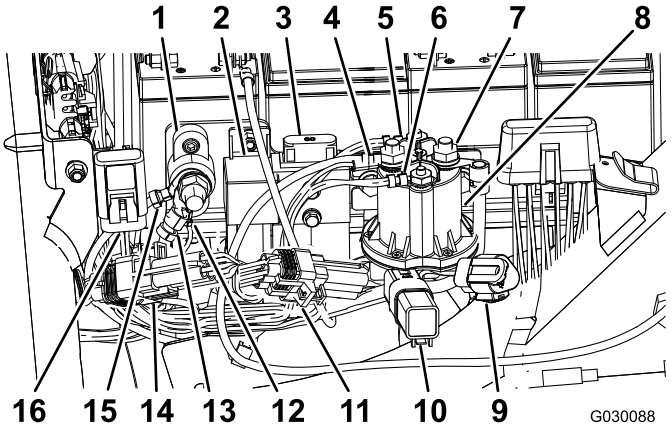

图8
11. 拆下并丢弃 10A 58V 保险丝（红色电线和黄色电线）上的帽；请参阅 图8。